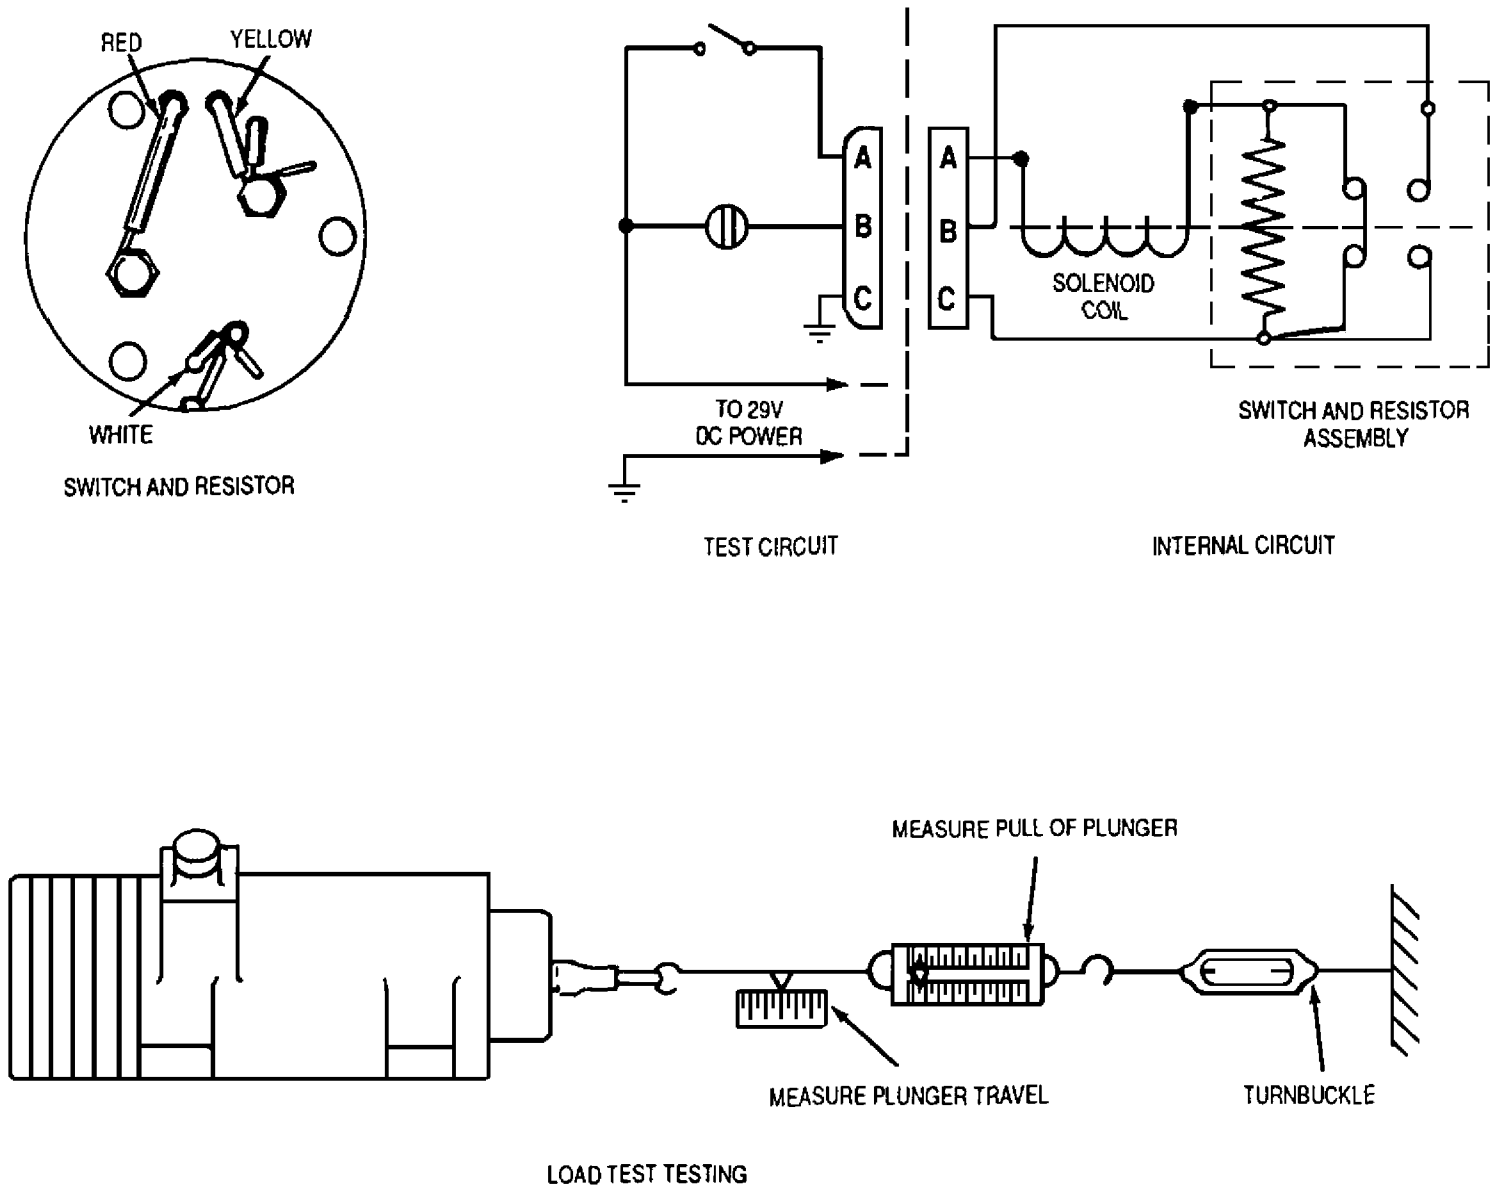

Figure 2. Electrical Feather Solenoid Circuit and Load Testing
g. Unsolder and disconnect the red, yellow and white wires from terminal posts, remove excess solder and straighten (figure 2).
The following step is not applicable unless the unit fails to pass load test of figure 2. If overtravel unit is not disassembled, lubricate it sparingly with MIL−PRF−6081, Grade 1010, at the overtravel coupling ball assembly (13).
(1) Remove insulation sleeving (20) and lockwire. Unscrew overtravel coupling retainer (14) from overtravel coupling base (11).
(1) Thread white wire through hole nearest notch in end of switch body as illustrated in figure 2.
(2) Insert 3/16 in. exposed ends of red and yellow wires into their respective holes and extend through receptacle base.
(3) Wrap tinned ends of wire around respective connecting posts and solder.